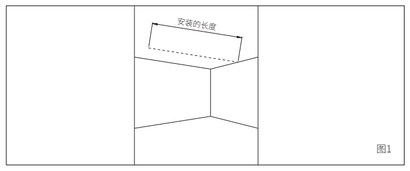

图1
1、按《导轨型号选型表》，确定导轨需要安装的长度，再确定是否需要拼接安装。如图1；